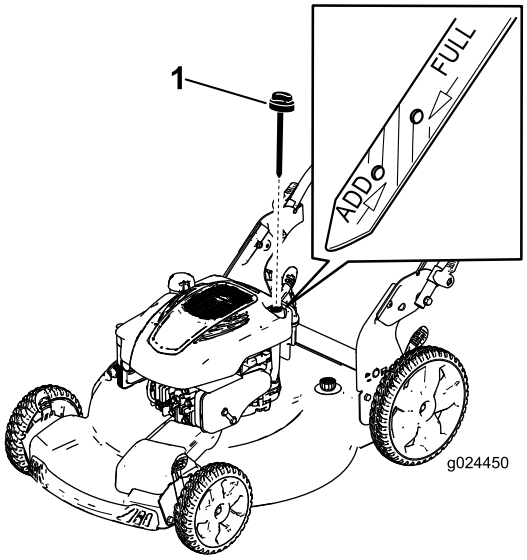

Figur 6
2. Fjern peilestaven ved å vri lokket mot venstre og trekke den ut (Figur 6).
5. Les av oljenivået på peilestaven (Figur 6).